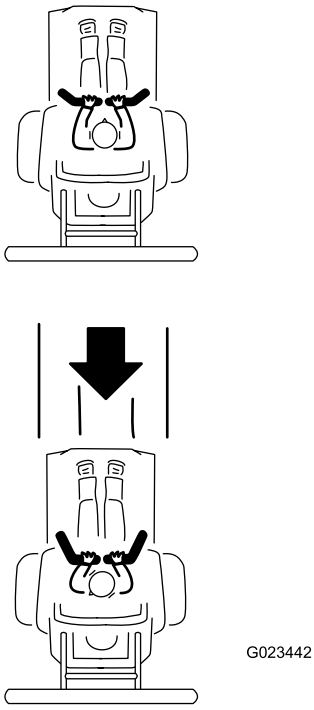

Rysunek 25
3. Aby pojechać do tyłu, spójrz za siebie i powoli pociągnij uchwyty sterujące do tyłu (Rysunek 25).